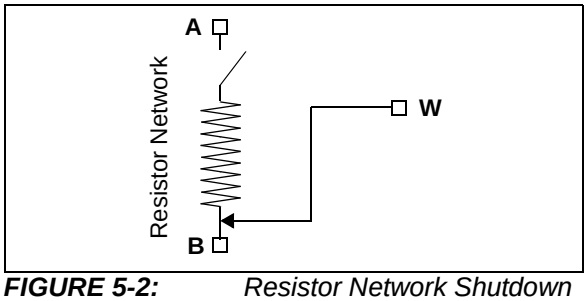

FIGURE 5-2: *Resistor Network Shutdown Configuration.*
- The PxW terminal is simultaneously connected to the PxB terminal (see Figure 5-2)